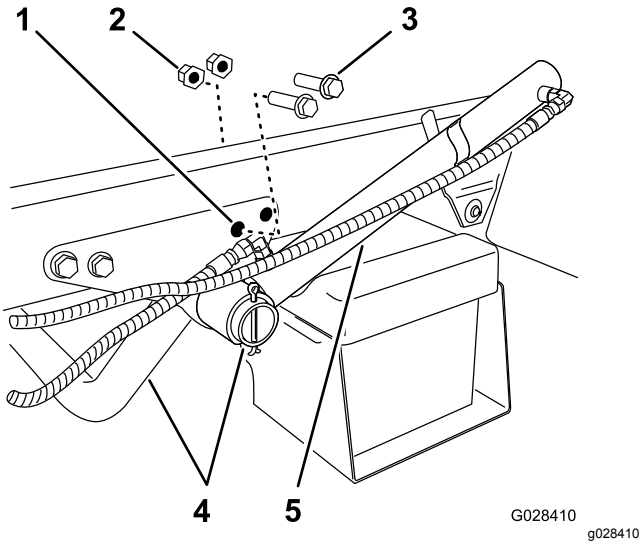

Figur 6
1. Fjern de 2 bageste flangehovedbolte og 2 flangelåsemøtrikker, der fastgør motorrørets støttebeslag til maskinstellet (Figur 6).
2. Drej løftecylinderen for at give plads til montering af tankplatformens tilholderbeslag (Figur 6).